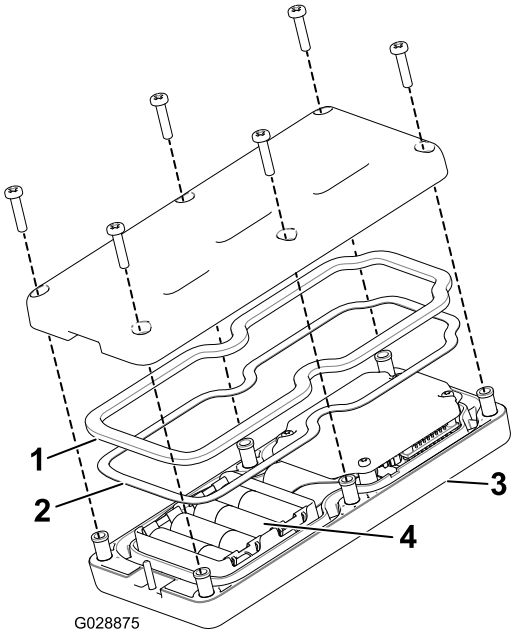

**Figur 18**
2. Sæt batterierne i batterirummet, og sørg for at forbinde med de rigtige poler. (Hvis batterierne ikke installeres korrekt, vil det ikke beskadige enheden, men den vil ikke virke.) I batterirummet findes der mærkater, der viser batteriernes poler (Figur 18).
3. Sørg for, at stålpakningen og gummipakningen er placeret i kanalen i styreenheden, og sæt bagdækslet på plads (Figur 18).
4. Fastgør dækslet med seks skruer (Figur 18), og tilspænd dem til et moment på 1,5 til 1,7 N-m.